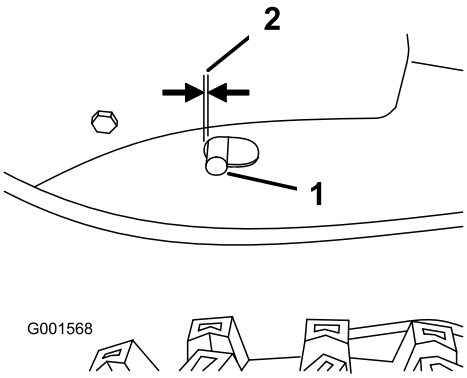

Figur 30
2. Når traktionsgrebet er udkoblet, skal du kontrollere stiften i den lange rille i maskinens venstre side over dækket (Figur 30).
Bemærk: Der skal være et mellemrum på 6 mm fra rillens forreste del til stiftens forkant (Figur 30).